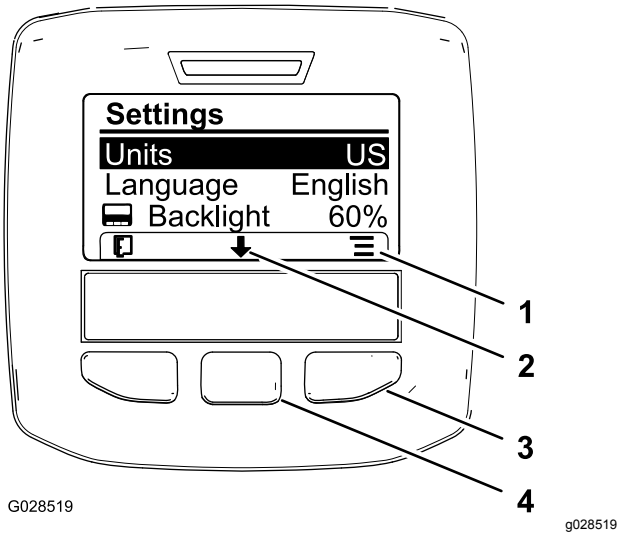

Figur 21
2. Tryck på höger valknapp för att ändra angiven mätenhet (Figur 21).
3. Ändra skärmspråket genom att trycka på den mittersta valknappen (knappen under nedåtpilen på skärmen) för att markera språkalternativ (Figur 21).
4. Tryck på höger valknapp (knappen under listikonen på skärmen) för att markera det språk som du vill använda (Figur 21).
6. Tryck på vänster valknapp för att återvända till startskärmbilden (Figur 21).